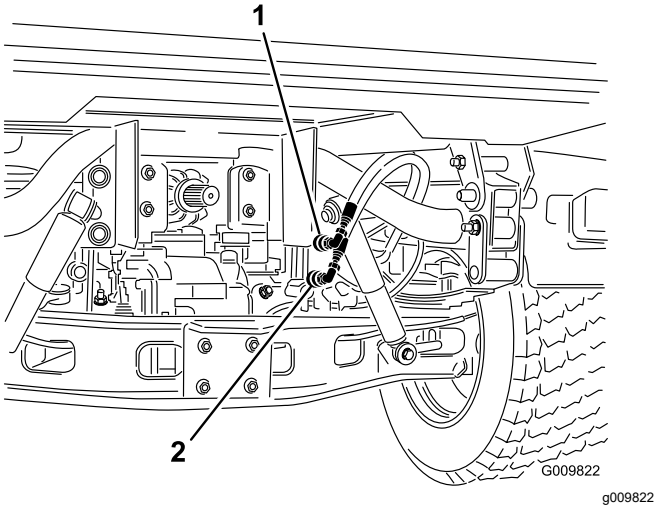

**Figur 17**
2. På fordon med serienummer 240000001 eller högre kopplar du från de två lyftcylinderslangarna från kopplingarna som har fästs vid kopplingsfästet (Figur 17). För in hylsorna i cylinderslangens snabbkopplingar.